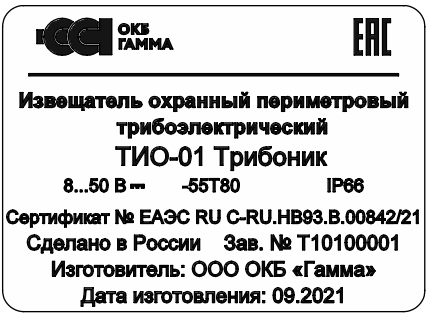

Рисунок 3 – Табличка извещателя
1.5.2 Маркировка извещателя наносится на табличку, прикрепляемую на корпус (см. рис. 3).